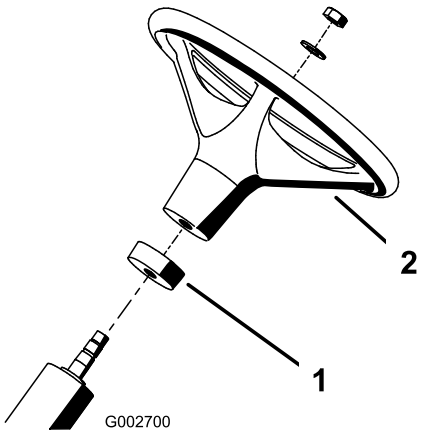

Figur 2
2. Sæt skumkraven på ratstammen (Figur 2).
3. Sæt rattet på ratstammen (Figur 2).
4. Fastgør rattet til ratstammen med en spændingsskive og låsemøtrik (Figur 2). Stram låsemøtrikken til 27-35 Nm.